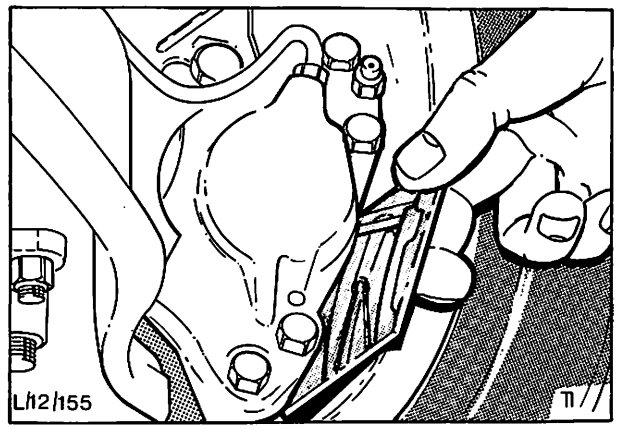

Abb. 15 Überprüfung – Verschleiß der Bremsklötze
1. Von der Fahrzeugunterseite und mit einem geeigneten Spiegel, Sichtprüfung der Bremsscheiben und -klötze auf Verschleiß durchführen, Abb. 15. Ist die Belagdicke geringer als 1,5 mm, so müssen die Bremsklötze ausgewechselt werden (siehe Arbeitsposition 12 233).